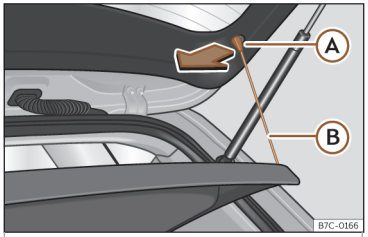

Fig. 111 En el maletero: desmontar y montar la bandeja.
- Desenganche los tirantes de sujeción ››› **fig. 111** Ⓑ de los alojamientos Ⓐ.
- Enganche los tirantes de sujeción ››› **fig. 111** Ⓑ en el portón trasero.